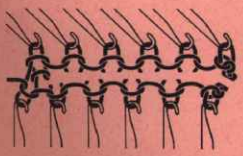

Fig. 86
B) Rechts offen, Fig. 86, Schloss links